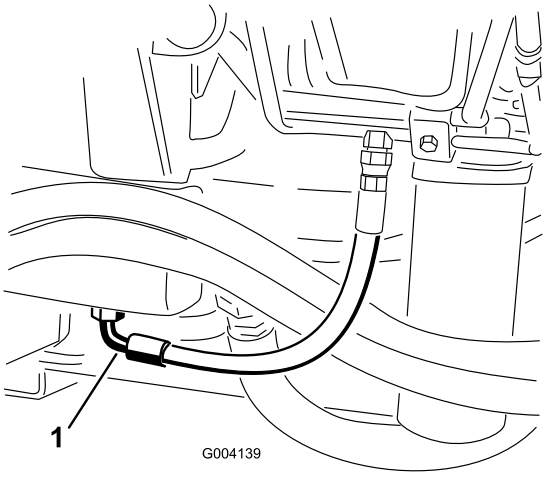

Рисунок 65
2. Установите большой сливной поддон под штуцер, расположенный в нижней части бака с гидравлической жидкостью (Рисунок 65).